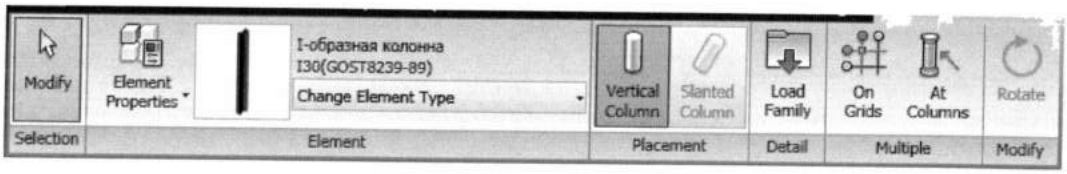

Рис. 42.3. *Лента Place Structural Column при установке колонн*
1. На ленте **Home** (Главная) в разделе **Structure** (Конструкция) выбрать команду **Column > Structural Column** (Колонна > Несущая колонна). Произойдет переход на ленту **Place Structural Column** (Разместить несущую колонну) (рис. 42.3).